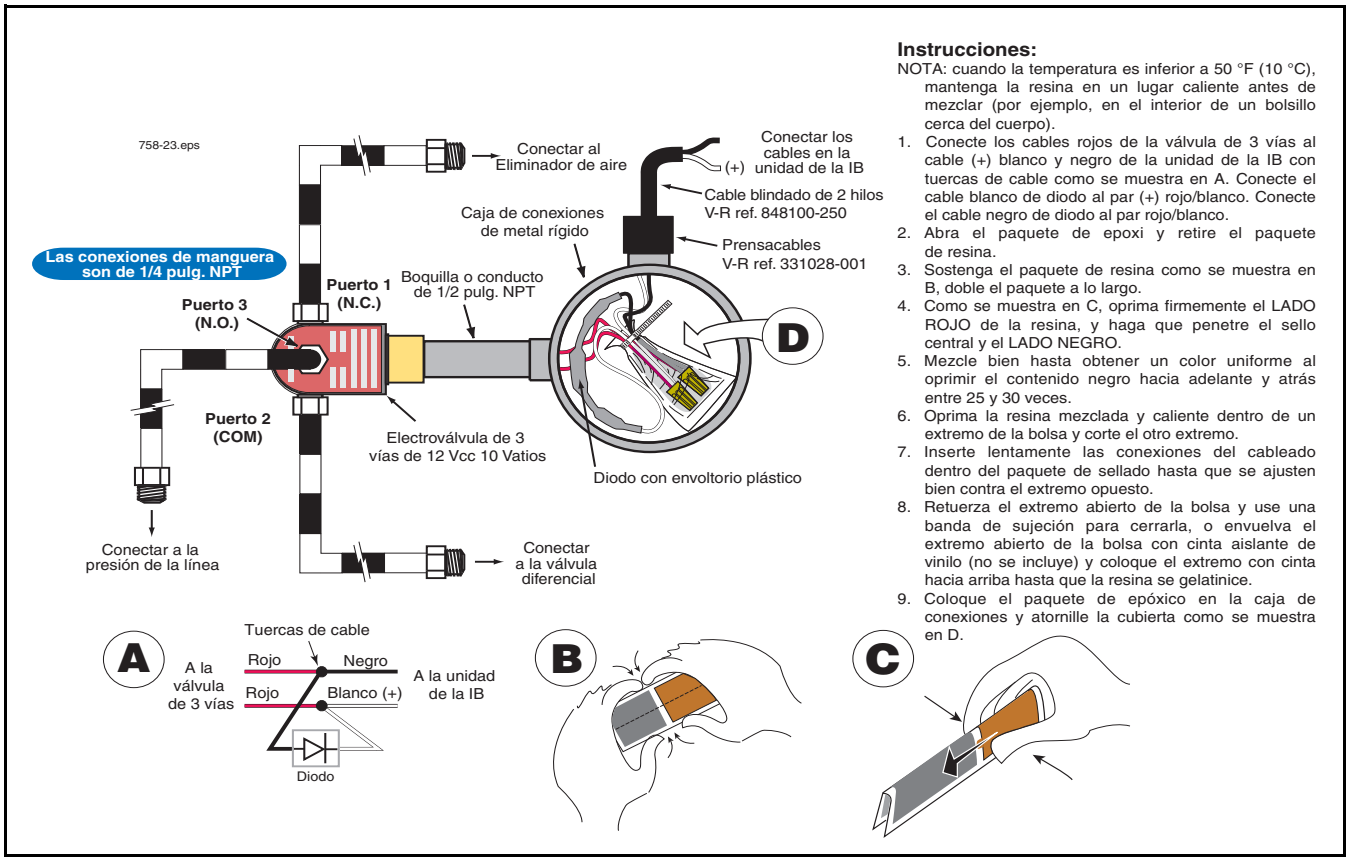

Figura 24. Conexión de la válvula de 3 vías al contador Neptune: instalaciones en camiones con gas LP
1. En la válvula, instale la boquilla de metal rígida en la abertura roscada del cableado solenoide. Pase dos hilos rojos de la válvula de 3 vías por la boquilla hacia la caja de metal de conexiones. Fije mecánicamente la combinación válvula/boquilla a la caja de conexiones, como se muestra en la Figura 24. *Aunque la válvula de 3 vías puede funcionar en cualquier posición, su vida será más larga y tendrá mejor desempeño si se monta verticalmente (puerto 3 arriba)*. Fije la caja de conexiones al marco del vehículo.
3. Utilizando tuercas de cable, conecte los hilos pelados de la IB a los cables de la válvula de 3 vías (ver Figura 24). No hay polaridad en el cableado de la válvula de 3 vías. Selle las tuercas del hilo con sellante epóxico usando una bolsa para ambas conexiones de tuerca del cable y coloque la bolsa en la caja de conexiones (ver Figura 24).
Conecte una manguera de la presión de la línea al puerto 3 (puerto normalmente abierto) de la válvula de 3 vías (ver Figura 24). En algunos sistemas, la presión de la línea está disponible en una abertura en la carcasa de eliminación de vapor. Conecte otra manguera del puerto 1 de la válvula de 3 vías (normalmente puerto cerrado) al eliminador de aire. Conecte una tercera manguera del puerto 2 de la válvula de 3 vías (puerto común) a la válvula diferencial.